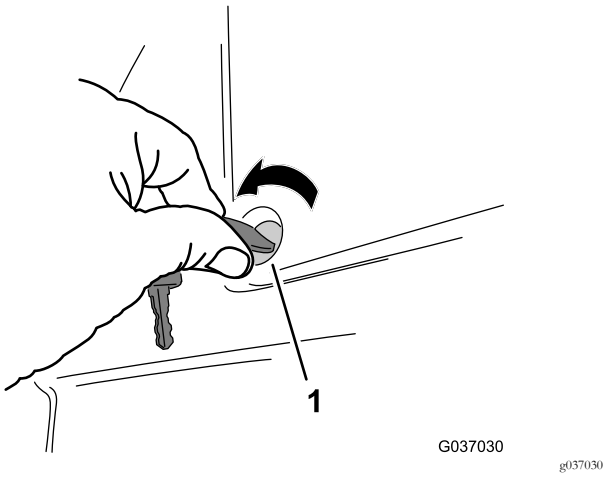

Bild 1
1. Drehen Sie die zwei Viertelumdrehungsbefestigungen nach links, mit denen die Batterieabdeckung an der Bedienerplattform befestigt ist, und nehmen Sie die Abdeckung ab (Bild 1).